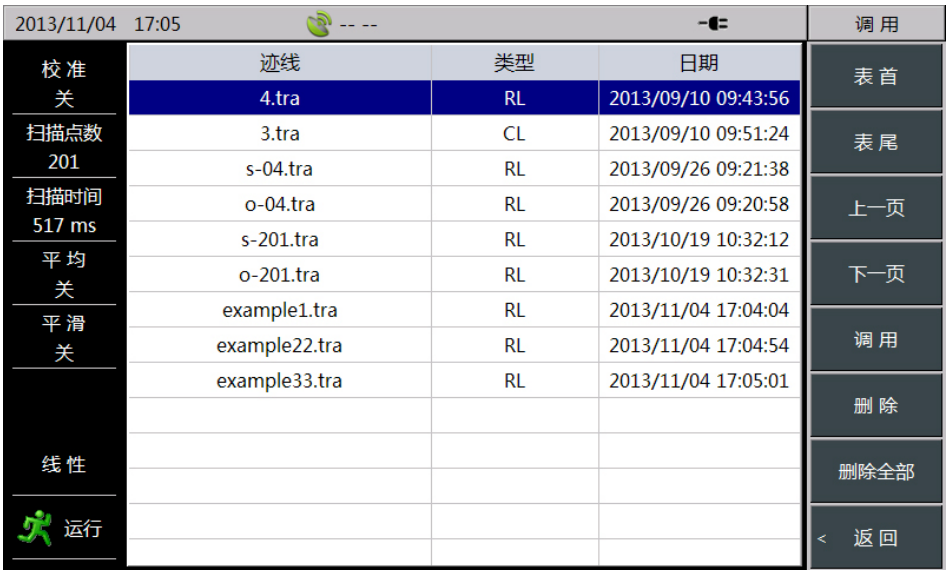

图 7.5　调用迹线
- 点击触摸屏上存储/调用菜单栏的[调用迹线]菜单，屏幕会弹出一个存储的迹线列表，同时菜单栏将切换到“调用”的菜单栏。如图 7.5 所示。